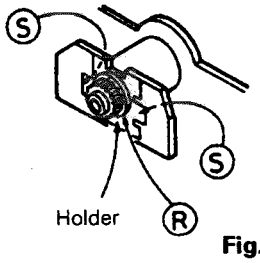
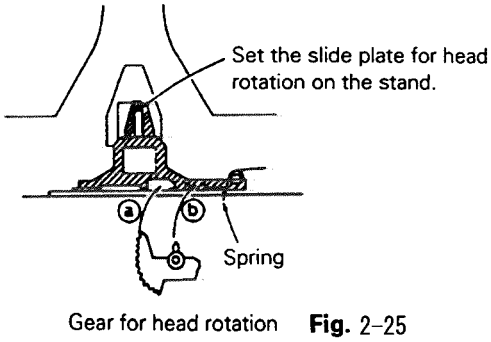

Fig. 2-23
Fig. 2-25
■ **Head replacement** (See Fig. 2-23)
1. Remove the head gear (R).
2. Remove the pawls (S) on both sides of the holder.
■ **Head assembly** (See Fig. 2-25)